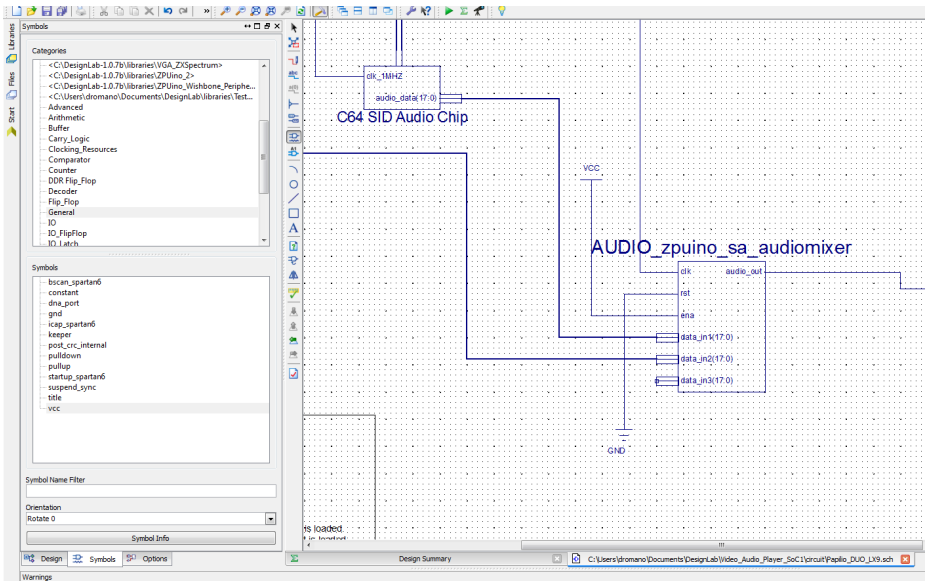

Figure 6-22 *Connect audiomixer control pins*
5. Lastly, just add a GND and a VCC symbol from the General category and connect the `rst` pin of the audiomixer to GND and the `ena` pin to VCC (Figure 6-22).